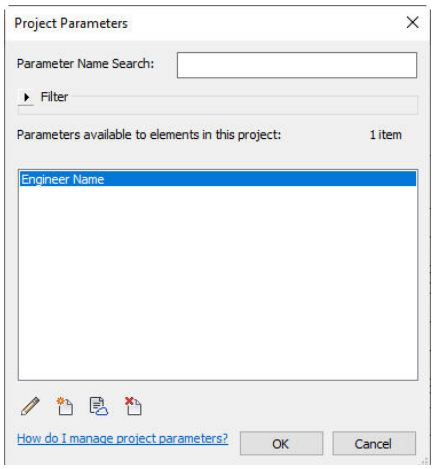

Figure 3-41 *The* ***Project Parameters*** *dialog box*
10. Choose the **OK** button in the **Parameter Properties** dialog box; the **Project Parameters** dialog box is displayed, as shown in Figure 3-41.